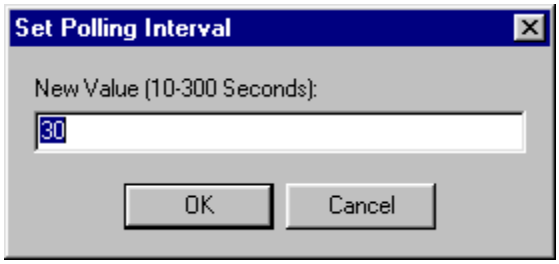

**Figure 10-4**
- Choose **File > Set Poll Interval**, Figure 10-4. The CP Gateway polls for new instrument data to transmit to VistA. You can adjust the number of seconds between polling operations. Enter a value from 10 to 300 seconds. The new value becomes effective after the next polling operation so it may take up to 5 minutes for the new value to be used.